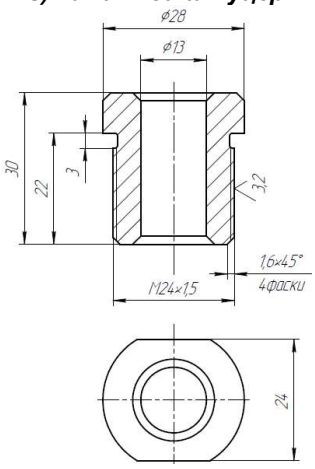

Рисунок 3. Комплект монтажный ДТЭ-140(Ж)
- При помощи сварочного соединения установить корпус уплотнителя (рис.3а) в трубу (желоб)
- Установить резиновый уплотнитель (рис. 3б) после остывания металла
- Ввернуть нажимной штуцер (рис.3в) в корпус уплотнителя